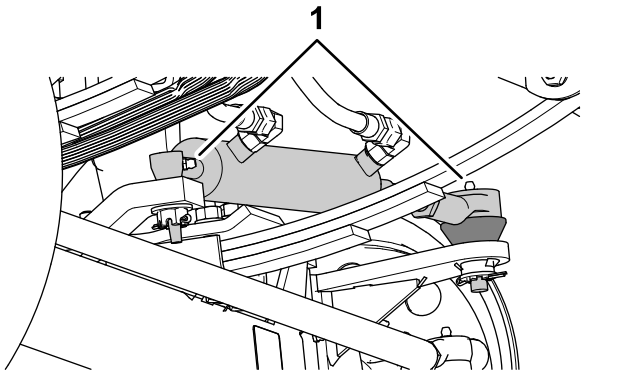
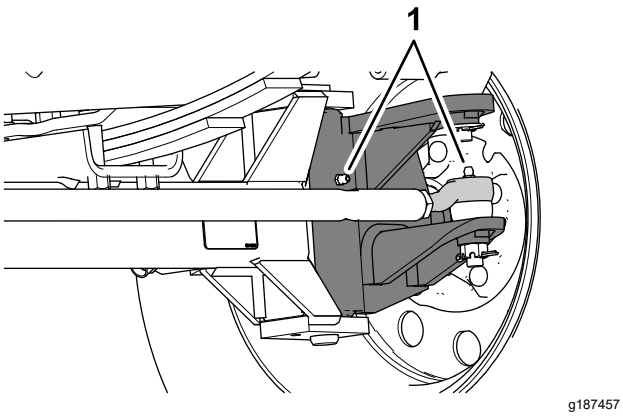

図 66
図 67
1. グリスフィッティングをウェスできれいに拭く図 66と図 67。
2. グリスフィッティングにグリスを注入する図 66と図 67。
注 グリスアップ箇所を図 66に示します。